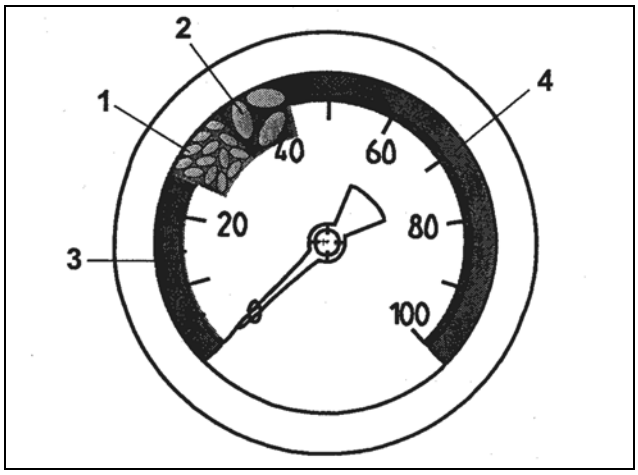

図 107
- 25 および 35 mbar (図 107/1) の間、または
- 35 および 45 (図 107/2) mbar の間となります。